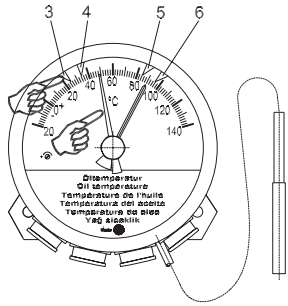

Рис. 4
4.2 Проверка и настройка микровыключателей (рис.4)
Чтобы проверить микровыключатели, которые находятся справа от стрелки термометра передвиньте стрелку термометра вручную по часовой стрелке мимо всех микровыключателей и верните ее назад. Возвратная пружина потянет стрелку в исходную позицию (рис. 4).